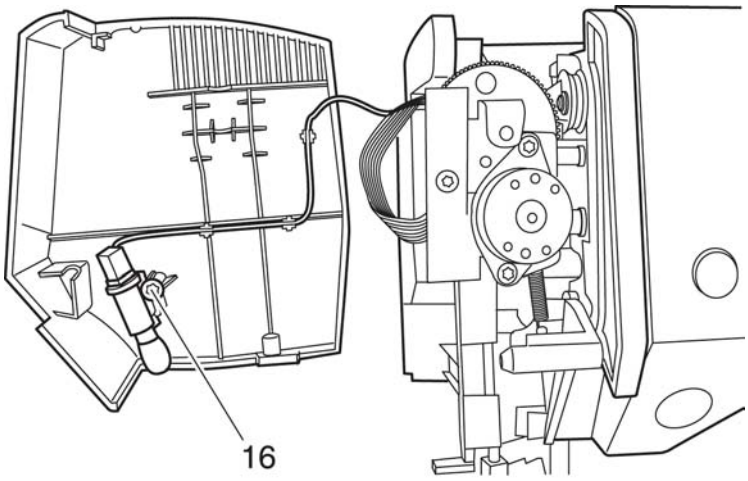

Fig. 7
- Carefully place aside the complete face cover as well as the sewing lamp and the cable (fig. 7).